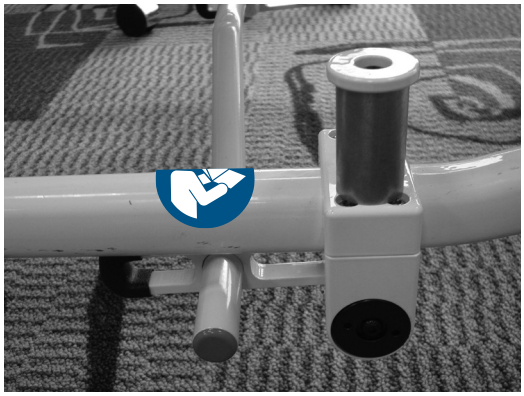

Abbildung 40
2. Bediener 2 rollt die Trage ein Stück vorwärts, damit der Ständer selbstständig einklappt, wie in Abbildung 40 dargestellt.